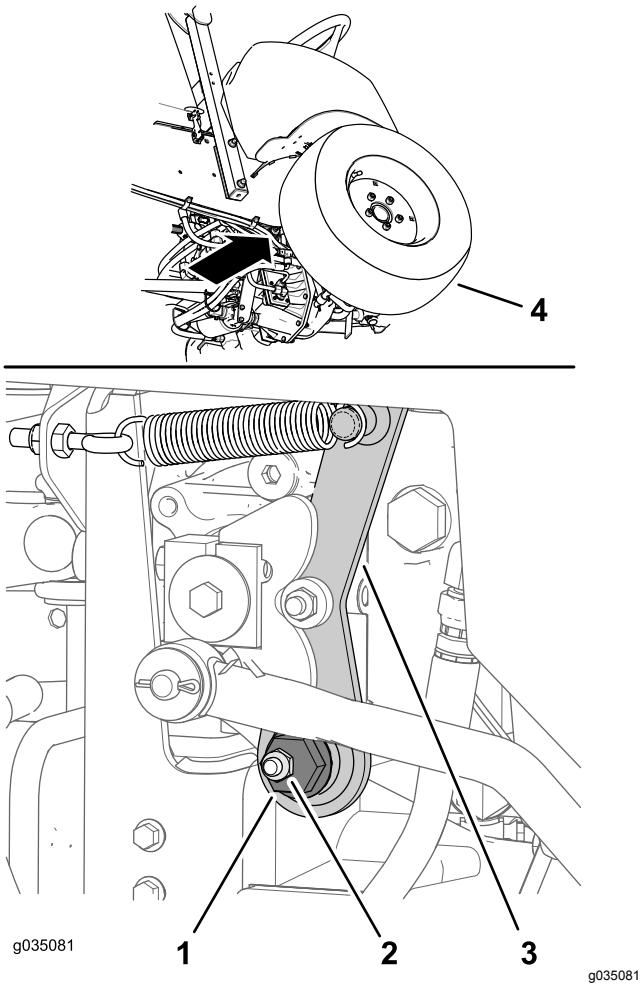

Figuur 65
1. Zoek de zeskantige excentriek, rechts van de hydraulische pomp en onder het bedieningspaneel (Figuur 65).
2. Maak de bevestigingsmoer los tot u de zeskantige excentriek (Figuur 65) kunt bewegen.
4. Draai de zeskantige excentriek linksom totdat het voorwiel naar voren begint te draaien, draai de excentrische zeskant dan rechtsom totdat het voorwiel naar achteren begint te draaien (Figuur 65).